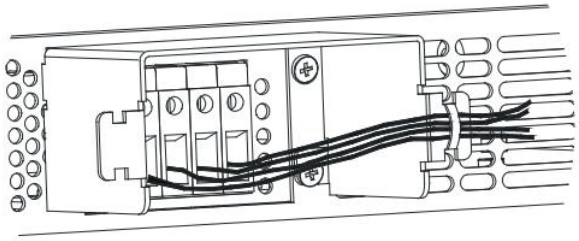

图 3.12 输出线固定
- 用绑扎带或类似物将导线固定到保护罩的一侧上，如图 3.12 所示。确保保护罩内的导线足够长，以便能充分消除应力。